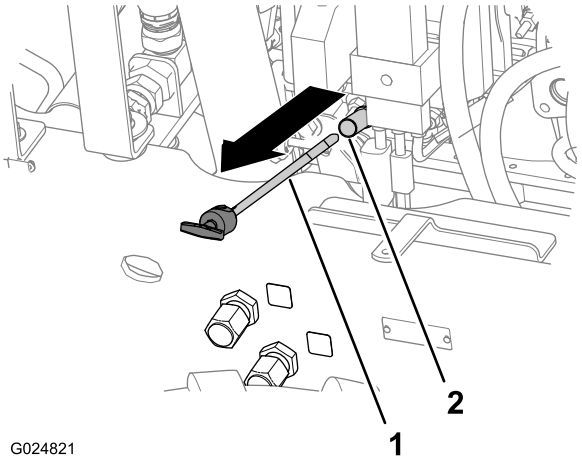

Figure 24
4. Retirez la jauge et essuyez-la sur un chiffon propre (Figure 24).
5. Insérez la jauge au fond du tube, puis ressortez-la (Figure 24).